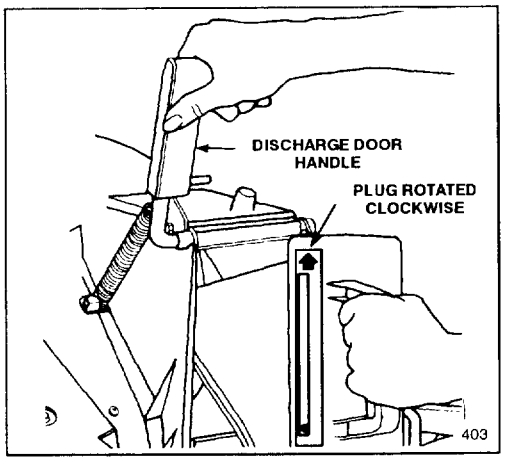

Figure 13
1. Make sure engine is off. Open the discharge door by pulling forward on the handle and moving it rearwards (Fig. 13). Hold the discharge door handle to prevent the spring–loaded door from closing while inserting the plug.
2. Since the plug is slightly wider than the discharge tunnel opening, you must rotate the plug clockwise slightly while inserting it (Fig. 13). Make sure the arrow on the plug decal is pointing upwards.